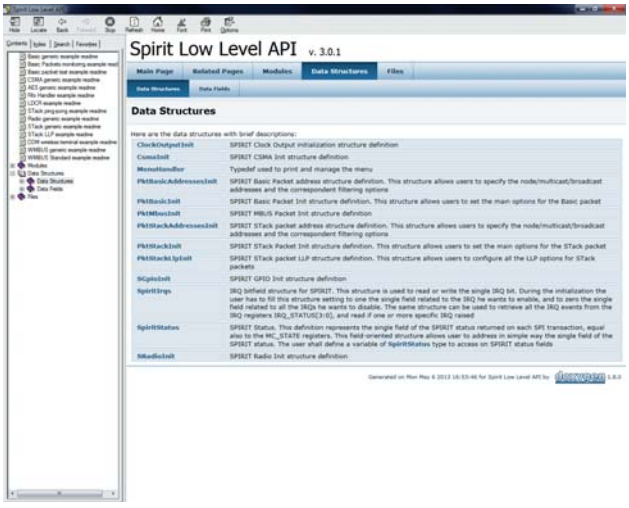

Рис. 13. Файл справки по SPIRIT1 API
- Приложение для ПК (GUI) для управления всеми функциями SPIRIT1 на отладочной плате (рис. 13):
Следует отметить, что в комплекте с библиотекой идет, во-первых, отлично структурированный файл справки «SPIRIT1-Library.chm», который поможет быстро сориентироваться в предлагаемых исходных кодах (рис. 13). Кстати, аналогичный файл справки предлагается и для стека Wireless M-Bus – «Wireless_MBUS_Library.chm». Во-вторых, и это, пожалуй, самое главное, STMicroelectronics предлагает подробное описание API в многостраничном документе под названием «Spirit Low level API User Manual», который в версии ПО 1.0.7 можно найти по адресу «C:\Program Files (x86)\STMicroelectronics\SPIRIT1 DK_1.0.7\Documents\SPIRIT1\Firmware_Library\SPIRIT1-Library_UM_v3.0.1.pdf».